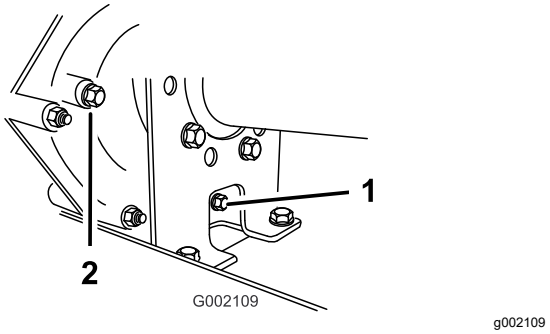

Figuur 60
2. Maak de omgeving van de vulplug en de aftapplug schoon met een doek (Figuur 60).
4. Verwijder de vulplug door deze linksom te draaien (Figuur 60).
5. Verwijder de aftapplug door deze linksom te draaien (Figuur 60).
6. Monteer de aftapplug en de pakking en draai deze vast in de opening voor de aftapplug in de transmissie (Figuur 60).
7. Vul het reservoir (Figuur 61) door de vulplugopening met ongeveer 1,4 liter olie van het aanbevolen type, of giet net zo veel olie bij tot het oliepeil in de transmissie tot de onderste schroefdraad reikt. (Figuur 60).
8. Monteer de vulplug en de pakking en draai deze vast in de vulplugopening van de transmissie (Figuur 60).
10. Controleer het vloeistofpeil en voeg meer vloeistof toe als het peil niet tot de schroefdraad in de vulplugopening reikt (Figuur 60).